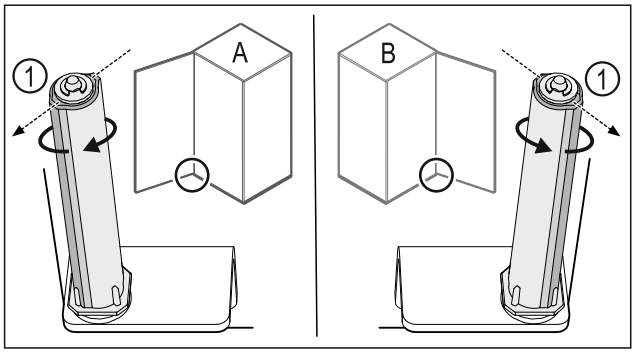

*Fig. 37 Linkeraanslag (**A**) / rechteraanslag (**B**)*
▶ Sluitsysteem tegen de weerstand in draaien, tot de stang van het sluitsysteem *Fig. 37 (1)* naar buiten wijst.